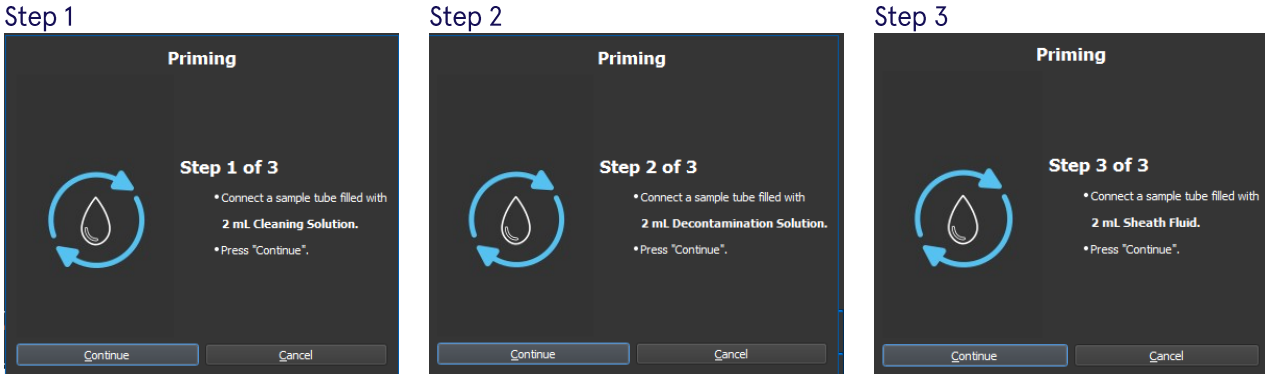

Figure 5. Steps of the Prime program via the Sample Port
10. After the autoloader has been primed automatically, follow the instructions for the Prime program via the Sample Port (see Figure 5).